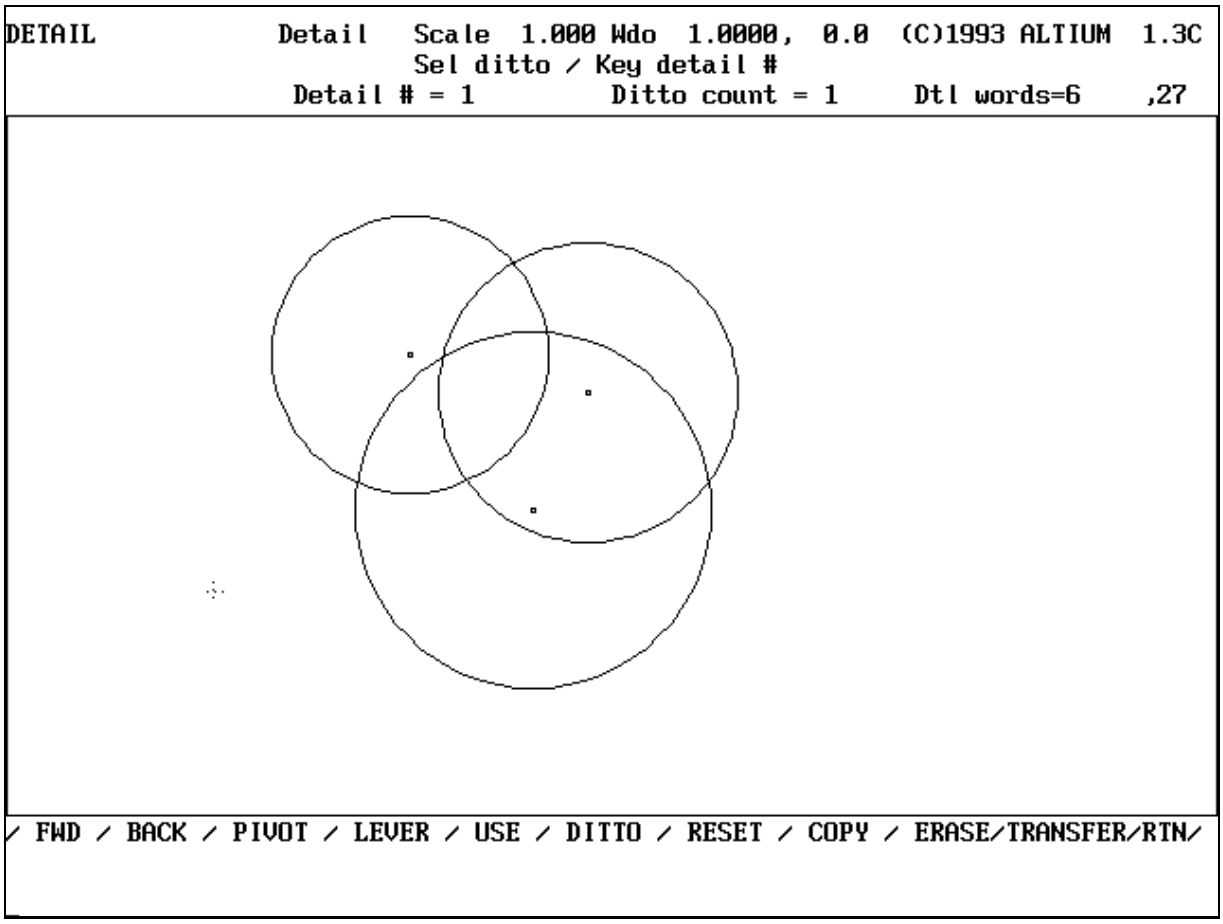

Figure 17 Your detail page after creating geometry on it.
2. **Create geometry on the detail page**. Select FKey CIRCLE and indicate three places to construct a circle through 3 points (i.e. indicated points). Repeat this procedure to create two more circles. When finished, your detail page should look like Figure 17 on page 26-62. Select FKey DETAIL and submenu /PIVOT/ and define your pivot point, or accept the center of the screen as a default.